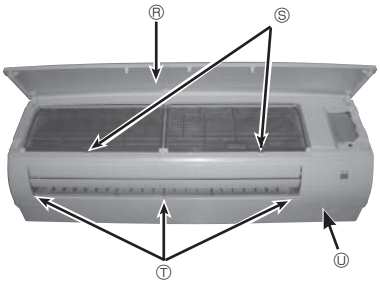

Fig. 6-2
① Press and unlock the knobs on both sides of the front grille and lift the front grille until it is level. Pull the hinges forward to remove the front grille. (Fig. 6-2)
② Remove 3 screw caps of the panel. Remove 5 screws. (Fig. 6-2)
⑦ Remove the screw of the corner box. (Fig. 6-2)